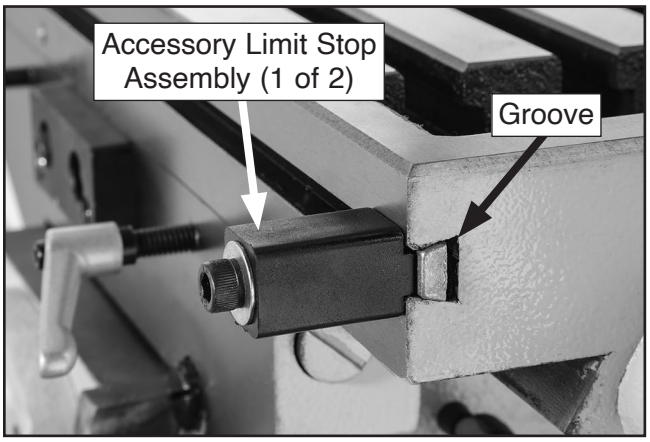

Figure 19. Accessory limit stop assembly mounted in table groove (1 of 2 shown).
17. Loosen and remove factory-installed limit stops from front groove in table, then insert both accessory limit stop assemblies into same groove, as shown in **Figures 19–20**. Secure one at each end of table.